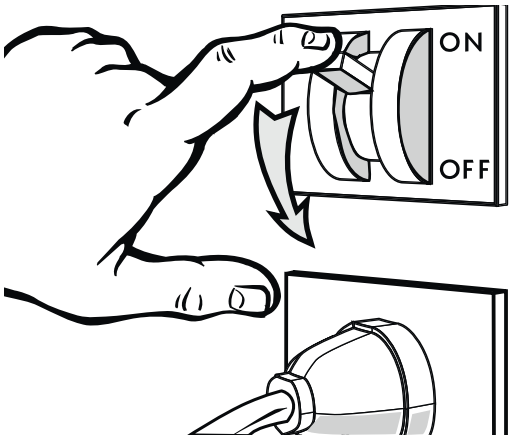

Fig. 22
- Retirar a tensão elétrica ao balcão através do interruptor secionador geral colocado na parede ("Fig. 22").